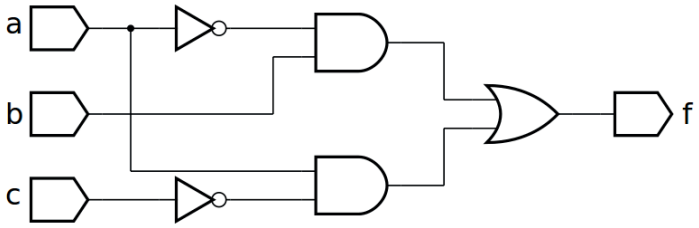
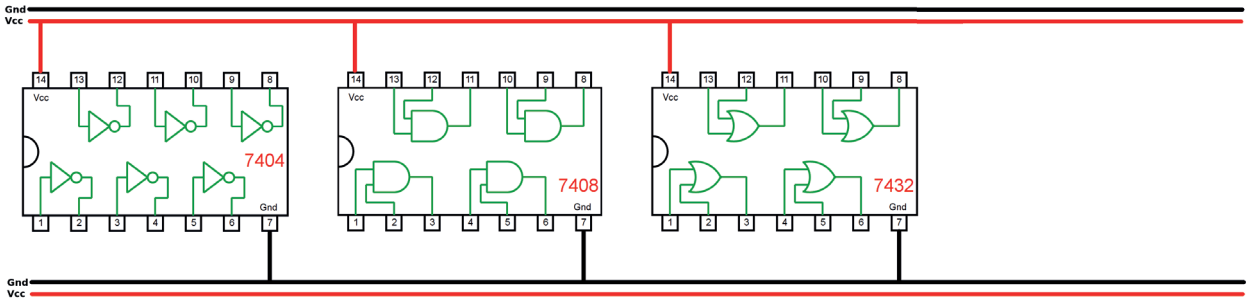

Figura 5.30 – Diagrama esquemático.
Figura 5.31 – Disposição dos componentes (TTL) para a placa de montagem.
1. Complete as ligações na figura 5.31 ou 5.32 de acordo com a figura 5.30.
5. Utilize um programa de simulação em computador (SmartSim, Atanua, Qucs) faça a simulação do circuito da figura 5.30. Compare os resultados com a Tabela 5.14.
6. Escreva a equação booleana do circuito da figura 5.30 e simule no programa para o Arduíno.